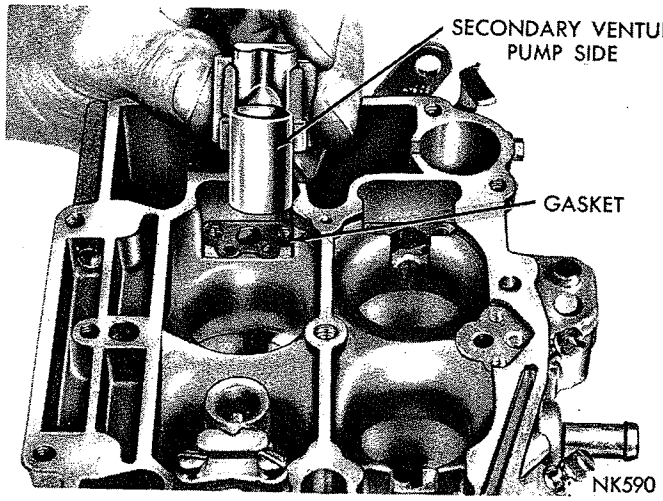

***Fig. 6—Removing or Installing Secondary Venturi Cluster***
(5) Remove screws that attach secondary venturi (choke and pump side) to main body. Lift secondary venturi assemblies straight up and away from the body, as shown in (Fig. 6). Remove the velocity valves (if so equipped).
(6) Using Tool T109-59, screw driver bit, remove accelerator pump intake check valve located inside fuel bowl, adjacent to the accelerator pump cylinder.